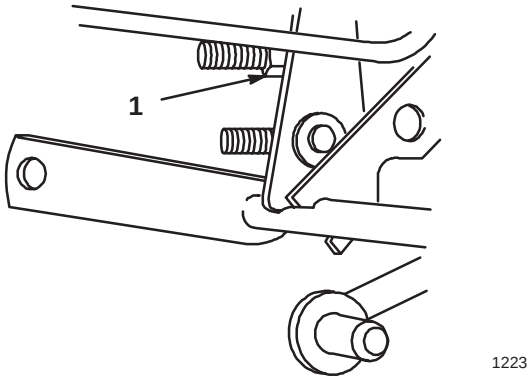

Figure 12
1. Pour modifier la hauteur de transport, visser dans le sens des aiguilles d'une montre l'écrou de réglage (Fig. 12) placé sur le mécanisme de relevage pour monter l'unité de coupe plus haut, ou dévisser l'écrou en sens inverse pour descendre l'unité plus bas.